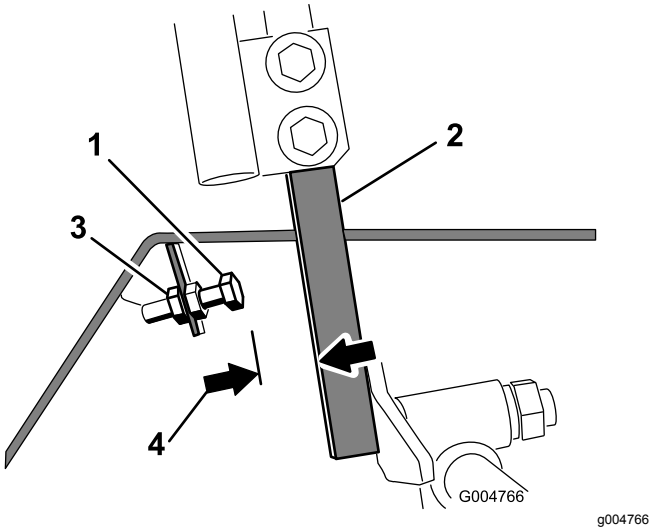

図 54
4. コントロールレバーのストップボルトについているジャムナットをゆるめる図 54。